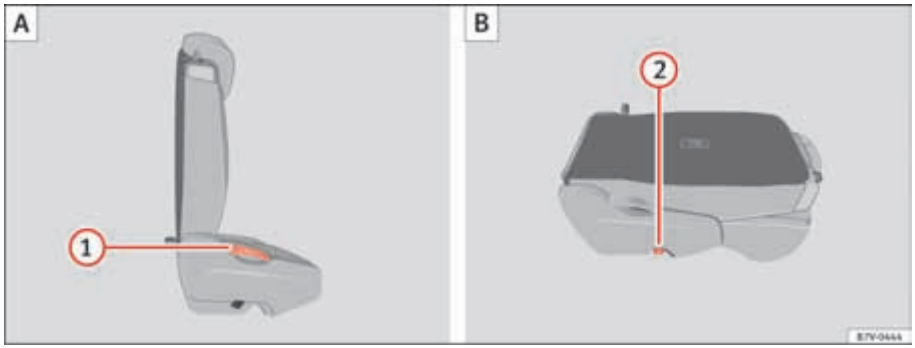

Fig. 95 Second row of seats: folding the rear seat (A), rear seat as load space (B).
- Pull lever ⇒ page 147, fig. 95 (1) back and fold the backrest forwards. The complete rear seat folds forward ⇒ ⚠.
- Fold the backrest forwards until it locks into the load surface position ⇒ page 147, fig. 95 (B).
- Pull lever ⇒ page 147, fig. 95 (1) upwards and place the seatback in vertical position. The entire seat folds backwards.